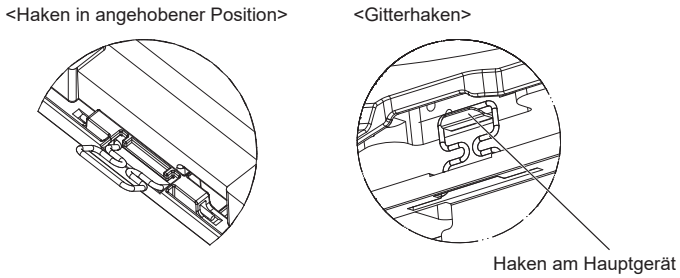

Abb. 10-5
- Die Schraubenlöcher in den Gitterecken mit den Schraubenbefestigungsbohrungen in den Ecken des Hauptgerätes ausrichten, und zur provisorischen Aufhängung die beiden Gitterhaken auf die Haltenasen der Ablaufwanne am Hauptgerät einhaken. (Abb. 10-5)
- **Nach dem Festziehen der Schraube prüfen, dass die beiden Gitterhaken (Abb. 10-5) in den Haken am Hauptgerät eingerastet sind.**